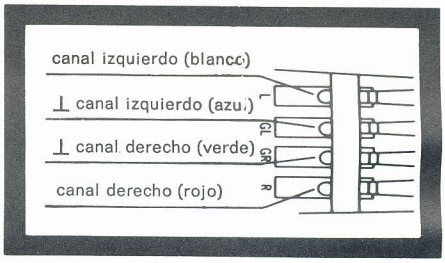

Fig. 15
4. Las conexiones del portacápsulas poseen una señalización mediante colores (fig. 15). Conecte las clavijas de la cápsula con los contactos de color correspondiente del portacápsulas.